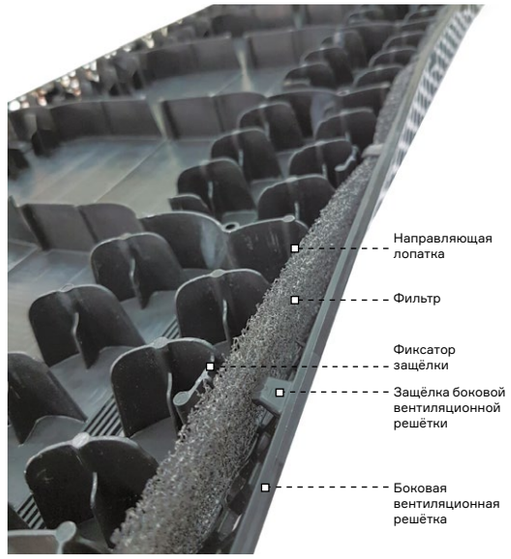

Рис.3 Установка фильтра в аэратор.
- Боковые вентиляционные решётки аэратора зафиксированы специальными защёлками (8 шт для одного края). При необходимости они могут быть открыты для установки специального фильтра, который не входит в базовую комплектацию (рис.3). Чтобы установить фильтр в аэратор, отщёлкните боковую вентиляционную решётку, вставьте фильтр как показано на рисунке 3 и защёлкните боковую решётку.